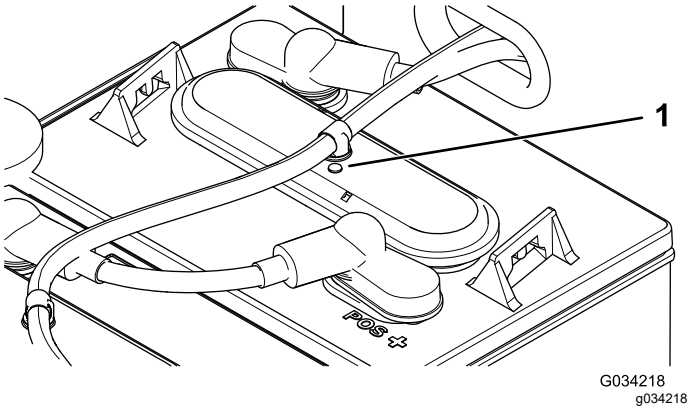

Figur 39
3. Kontroller øjerne på hver af batterierne for at se, om de er enten sorte eller hvide (Figur 39).